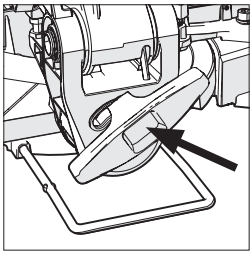

Fig. 22
- Desserrez la vis de blocage de biseau. **(Fig. 22)**